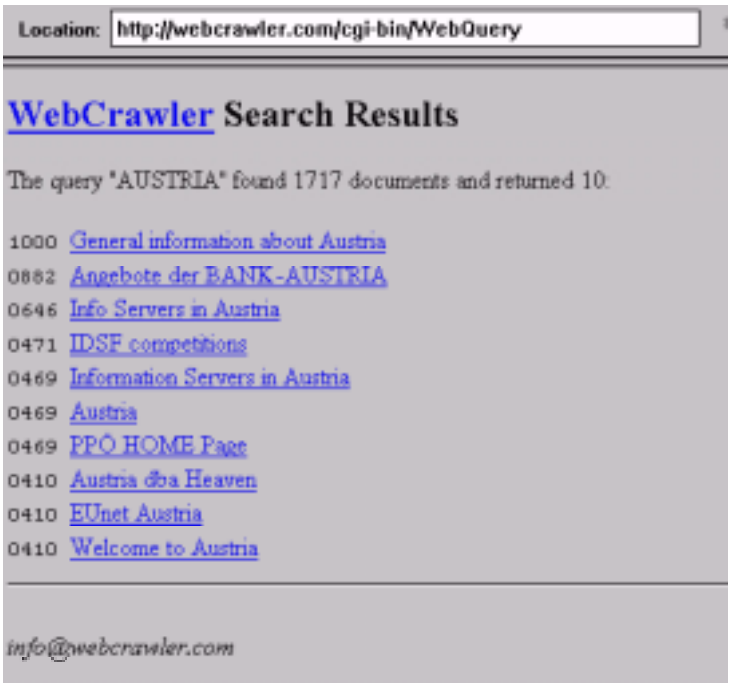

Bild 6: **WebCrawler Trefferseite**
- WebCrawler (***Bild 5, Bild 6***) und